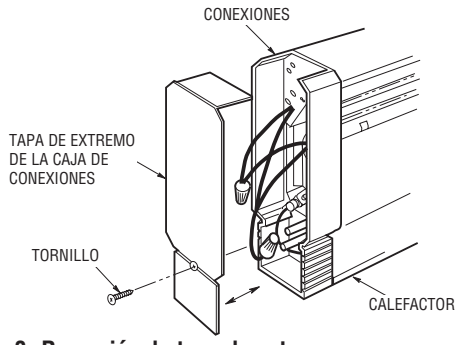

**Figura 3. Remoción de tapa de extremo**
3. Remueva la tapa de extremo de la caja de conexiones izquierda o derecha removiendo el tornillo en el extremo del calefactor y deslizando la tapa hacia afuera del calefactor (Figura 3).